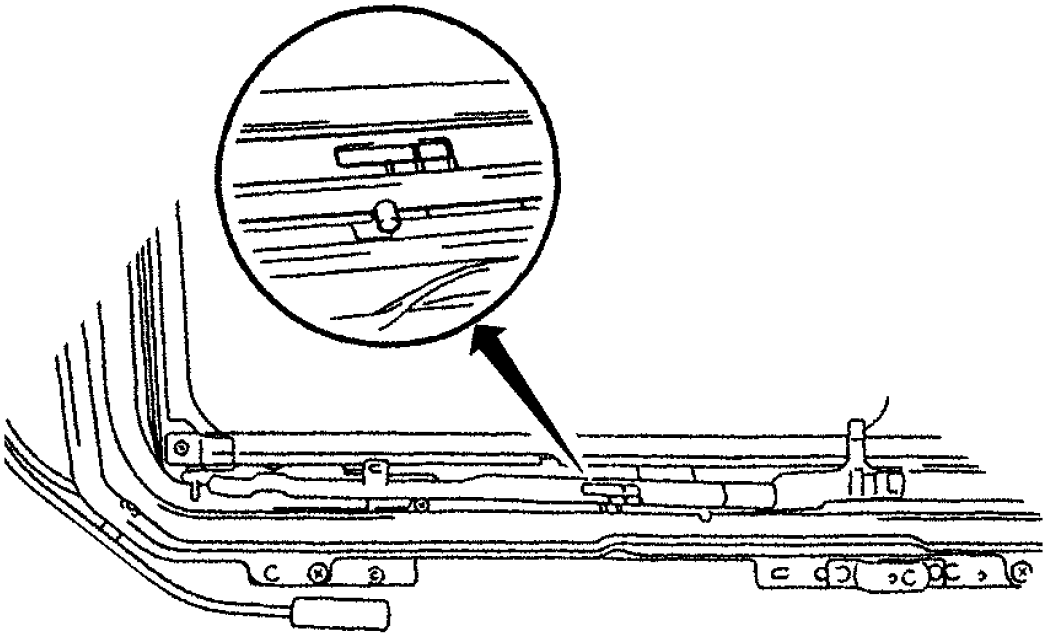

Fig. 33: Aligning Drive Cable (2000 Avalon)
2. To reassemble, adjust drive cables to a completely closed and tilted down position. Slide both cables forward or backward to align marks. See **Fig. 33** . To complete reassembly, reverse disassembly procedure.